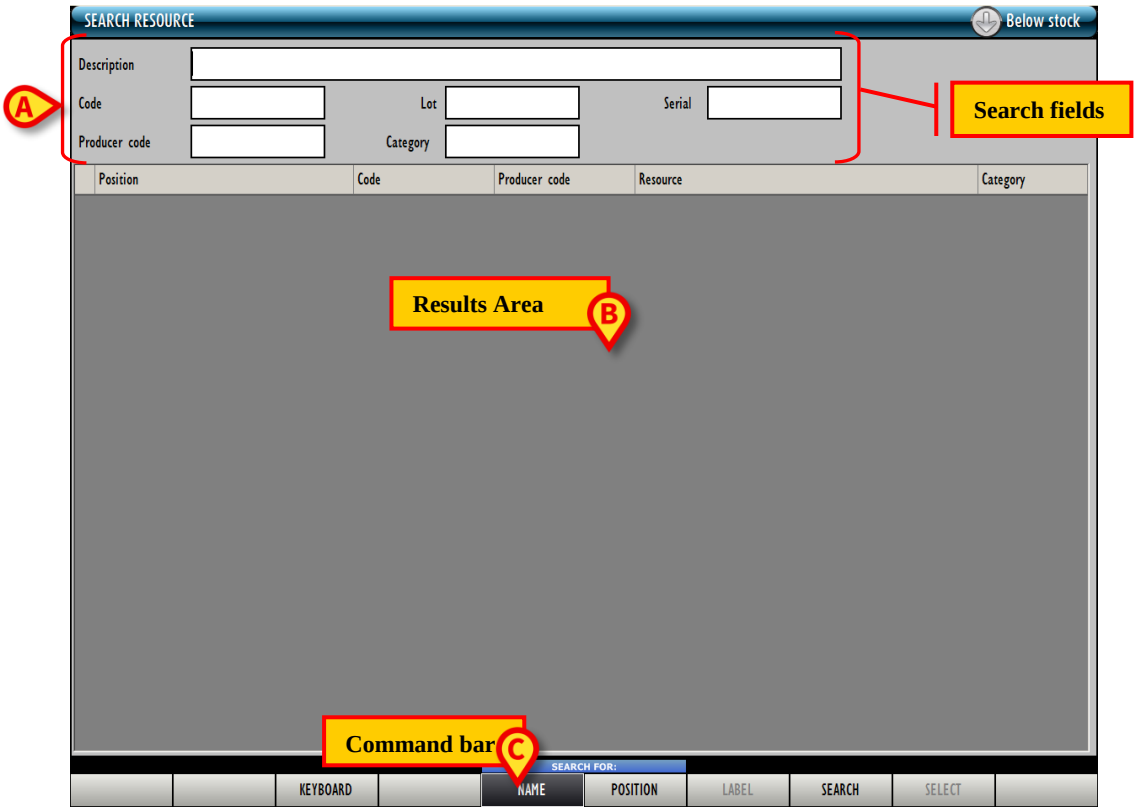

Fig 308 - Search resource
The following screen opens (Fig 308)
*The screen shown in Fig 308 is displayed every time the **Search** button is clicked on most of the “Stock Management” system screen.*
On top of the screen, in the area indicated in Fig 308 **A** there are the search fields.
The area indicated in Fig 308 **B** contains the search results.
The command bar is indicated in Fig 308 **C**.
The central part of the screen, indicated in Fig 308 **B** and shown in Fig 310 contains the results list.